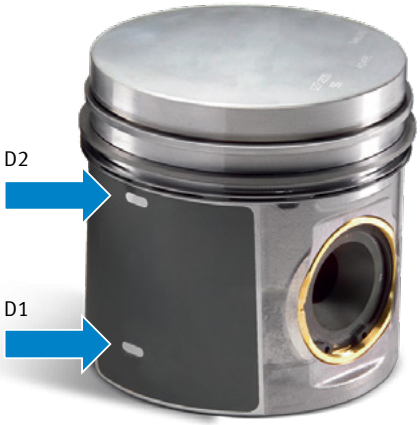

Fig. 1: Puncte de măsurare la pistoane
Luați toate dimensiunile relevante din punct de vedere funcțional ca valori de referință pentru comparație înainte și după prelucrare. Pentru a face acest lucru, măsurați pistonul la punctele de măsurare specificate D1 și D2, (Fig. 1). Măsurați pistonul înainte și după prelucrare în aceleași condiții de mediu, de exemplu, temperatură.
- Măsurați pistonul la punctele de măsurare D1 și D2 specificate (fig. 1) în aceleași condiții de mediu ca înainte de prelucrare. Comparați dimensiunile cu valorile pe care le-ați măsurat înainte de prelucrare.